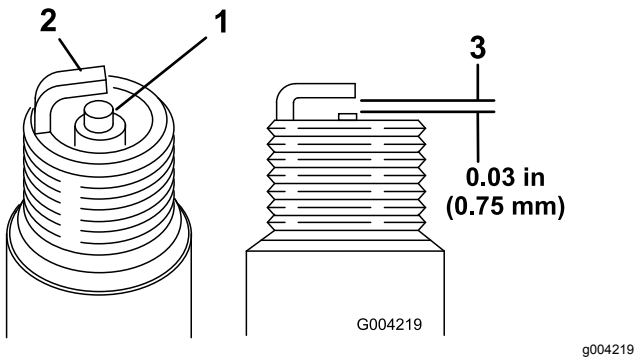

Figura 16
1. Controllate la parte centrale di entrambe le candele (Figura 16). Se l'isolatore è di color marrone chiaro o grigio, il motore funziona correttamente. Una patina nera sull'isolatore significa in genere che il filtro dell'aria è sporco.
2. Controllate la distanza tra gli elettrodi centrale e laterale (Figura 16).
3. Piegate l'elettrodo laterale (Figura 16) se la distanza non è corretta.